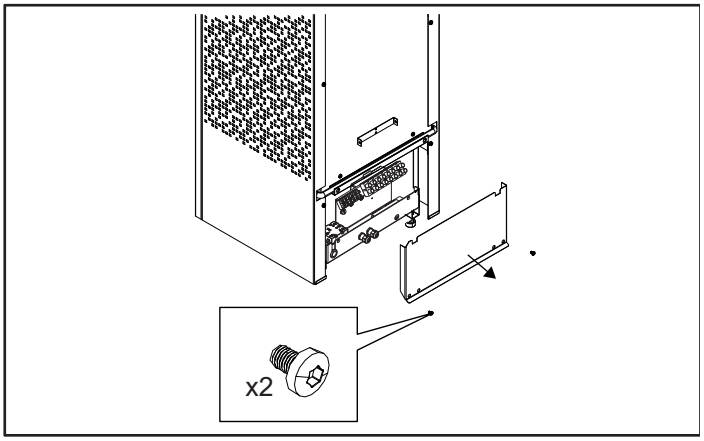

Fig 8: Lossa inkopplingsluckan
2. Lossa skruvarna på luckan, se Fig 8.
6. Sätt tillbaka luckan och skruva i skruvarna (se Fig 8).